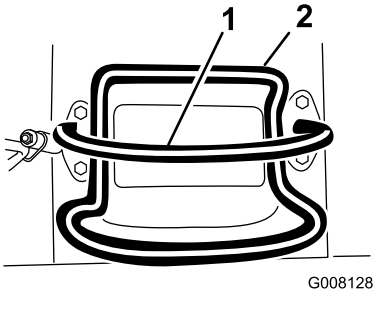

Figur 7
- Släpp drivreglaget för att stanna maskinen (Figur 7).